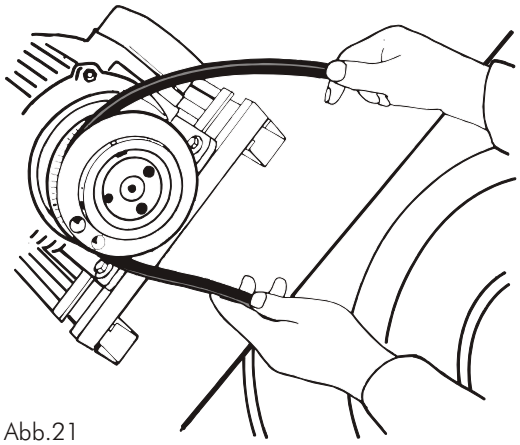

Abb.21
- Der neue Keilriemen wird von Hand zuerst auf die kleine Scheibe gelegt und dann auf die große Scheibe aufgedreht (Abb.21).